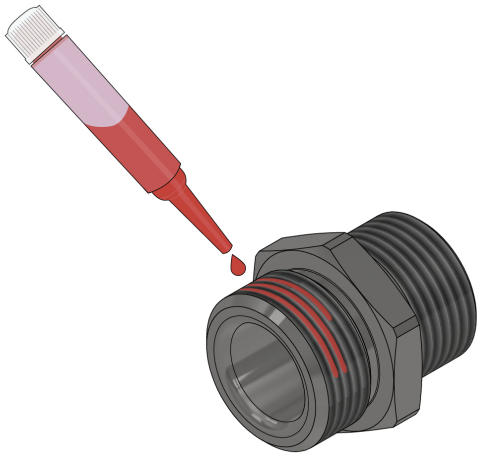

Figure 3 - Apply Thread Locker to the Short End of the Filter Screw
2. Optional: Apply high-strength (red) thread locker to the threads on the **SHORT END ONLY** of the HSC-10XX filter screw as shown in Figure 3.